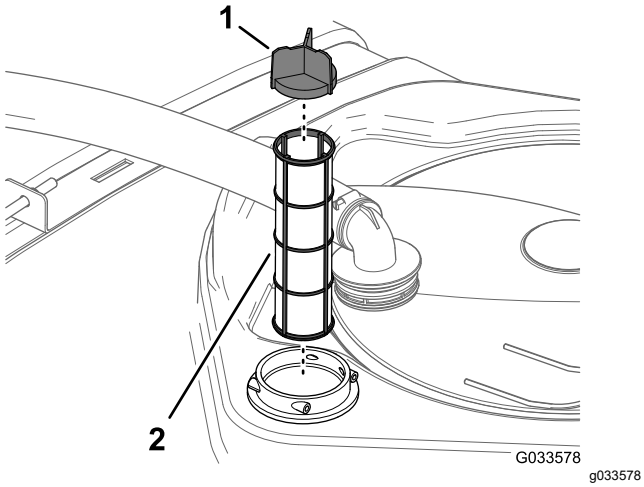

Figura 55
4. Retire o filtro de rede da sucção da estrutura do filtro no depósito (Figura 55).